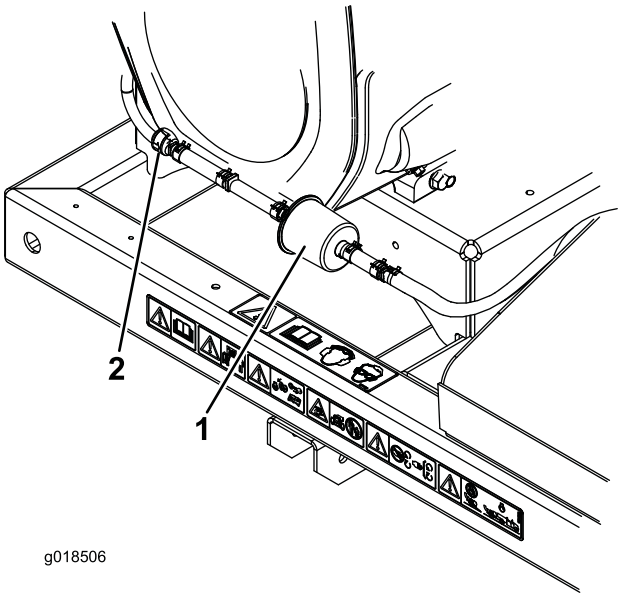

Figur 21
2. Flyt slangeklemmerne af fjedertypen på begge sider af udluftningsrørets filter til kulfiberbeholderen væk fra filteret (Figur 21).
3. Fjern og kassér kulfilteret (Figur 21).
4. Indsæt et nyt filter i slangen med pilen på filteret pegende hen imod kontraventilen og sæt det fast med slangeklemmer (Figur 21).